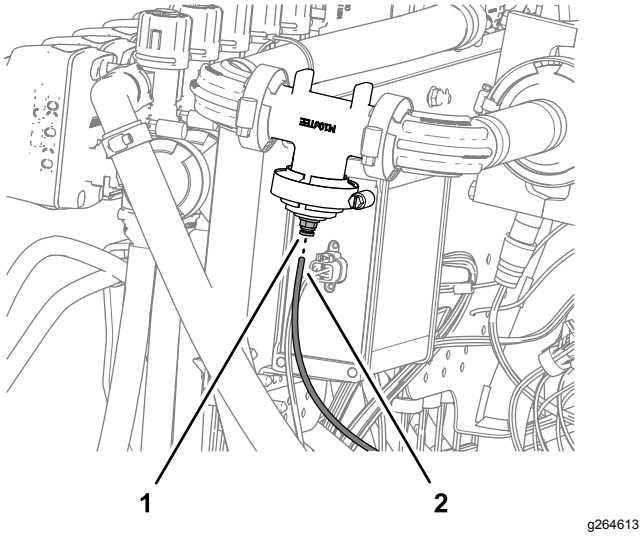

Figur 136
1. Juster enden af tryksensorrøret (plastik) til trykmåleren i instrumentpanelet, så den passer med låsemuffen til rørkoblingen (Figur 136).
2. Sæt sensorrøret i låsemuffen, så røret sidder korrekt (Figur 136).